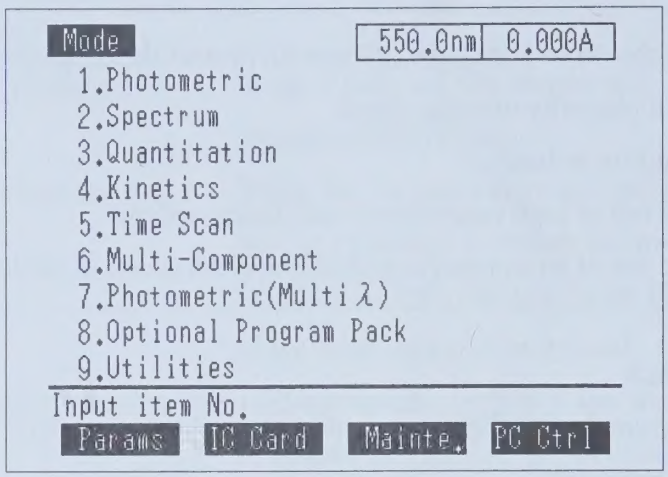

Fig.C-2 Top Menu Screen
(2) Select "7. Optional Program Pack" on the Top Menu. (shown in Fig. C-2)